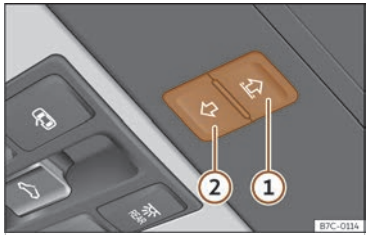

Fig. 62 En el revestimiento interior del techo: botón de función para manejar la cortinilla parasol.
- Si todavía no puede cerrarse, antes de que transcurran 5 segundos pulse la tecla ››› **fig. 62** ② hasta que la cortinilla se cierre por completo. **¡La cortinilla se cierra sin que intervenga la función antiaprisionamiento!**